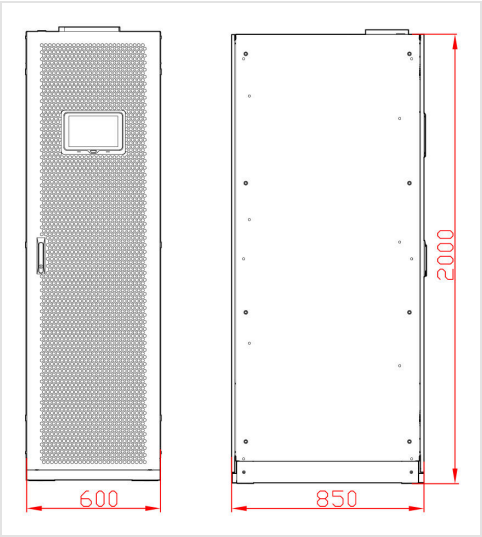

FIGURA 3-6 Dimensioni dell'armadio, mm (600 × 850 × 2.000)
1. Scegliete la posizione in base alle dimensioni dell'armadio (Figura 3-6) e agli spazi liberi (Sezione 3.4).